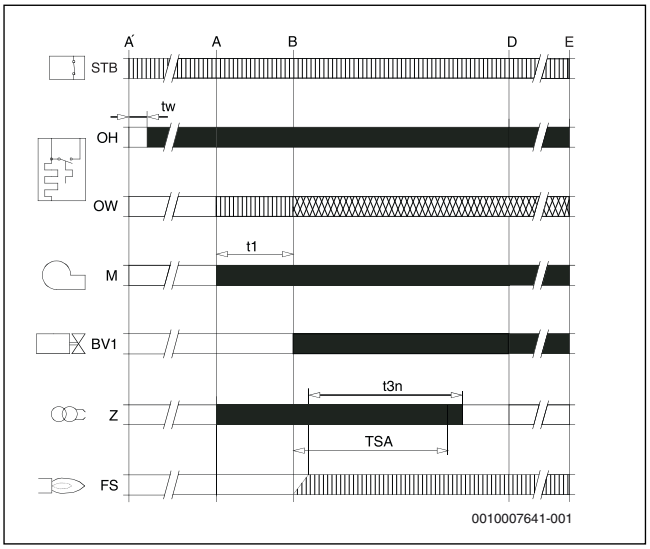

*Bild 9 Programmablauf Feuerungsautomat*
*Tab. 7 Erläuterung zu Bild 9*